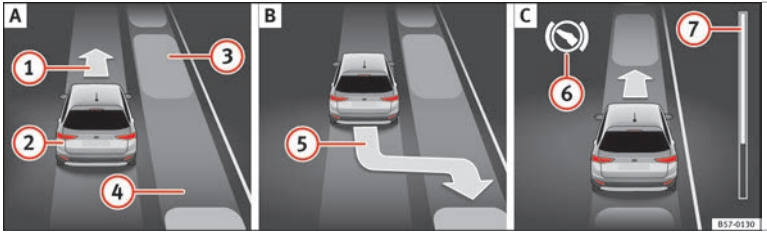
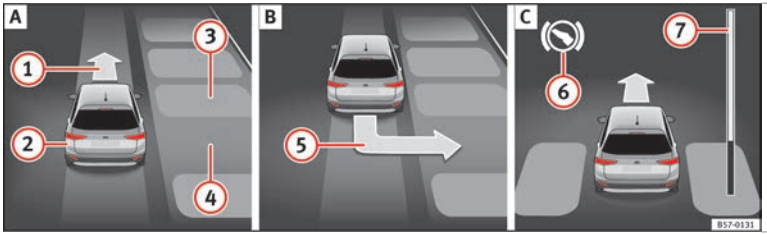

Fig. 212 On the instrument panel display: parallel parking. A Finding a parking space. B Parking position. C Manoeuvring.
Fig. 213 On the instrument panel display: perpendicular parking. A Finding a parking space. B Parking position. C Manoeuvring.
Key to **Fig. 212** and **Fig. 213**:
››› **Fig. 212** 7 and ››› **Fig. 213** 7 on the screen of the instrument panel displays the relative distance to be covered. The greater the distance, the fuller the progress bar. When driving forward, the content of the progress bar decreases upwards, and when reversing, it decreases downwards.
2.	Look at the display on the instrument panel to see if the space has been detected as “appropriate” and if the correct position for parking has been reached »» Fig. 212 B or »» Fig. 213 B.
OR: reverse until the instrument panel displays the message to go forwards »» Fig. 212 C or »» Fig. 213 C.
The Park Assist system steers the vehicle forward and back until it centres it in the space »» Fig. 212 C or »» Fig. 213 C.